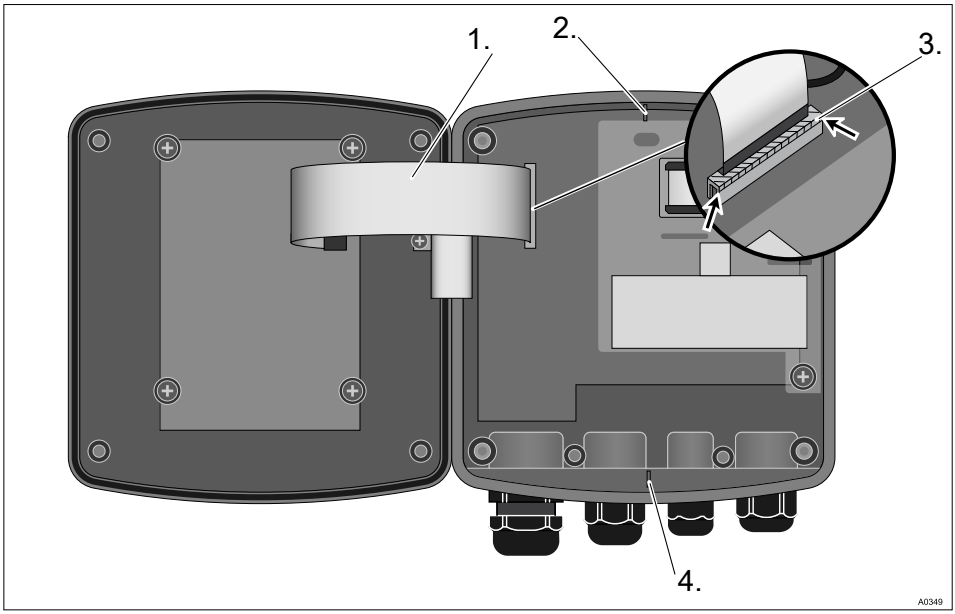

Fig. 6: Détacher le câble plat
La fiche du câble plat est brasée de manière fixe sur la platine. Elle ne peut pas être démontée. Pour détacher le câble plat, le dispositif de verrouillage (3) de la fiche doit être débloqué, voir Voir la Fig. 6